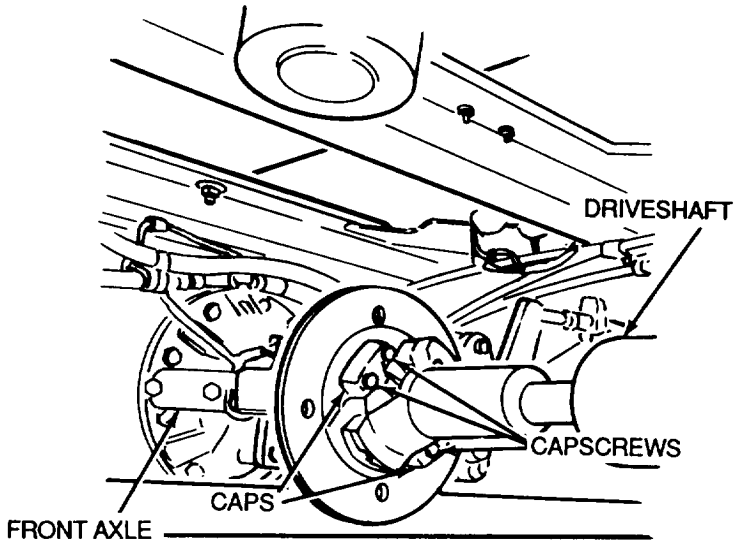

Figure 4-59. *Driveshaft*
3. Disconnect the drive shaft by removing four capscrews and two caps (Figure 4-59). The driveshaft must be disconnected from the front axle and secured to a frame crossmember to prevent it from contacting the rotating axle input yoke or the ground while the vehicle is being towed. The spider bearing caps must be taped or wired together to prevent them from falling off and being lost.